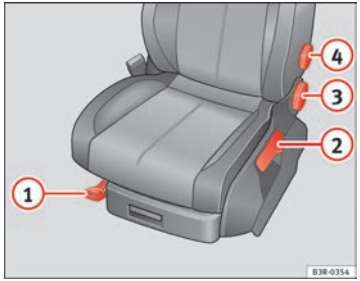

Fig. 105 Adjuster controls on driver seat
– Lift the lever (1) ⇒ fig. 105 and move the seat to the desired position.
– Then release the lever (1) and move the seat further until the catch engages.
– Pull the lever (2) ⇒ fig. 105 up repeatedly until the seat is in the desired position.
– Turn the adjuster wheel (3) ⇒ page 134, fig. 105 to set the angle of the backrest as required.
– Do not exert any pressure on the backrest and turn adjuster wheel (4) ⇒ page 134, fig. 105 to adjust lumbar support.